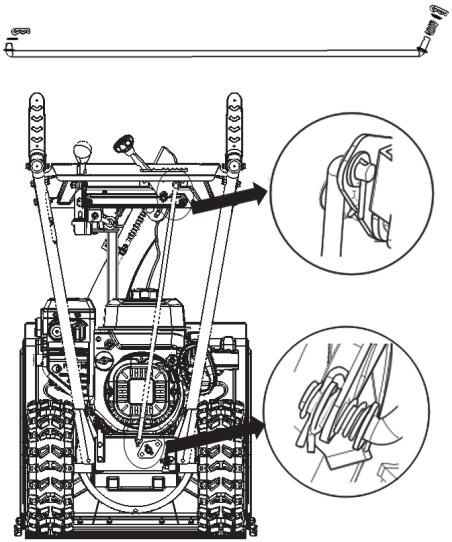

Рис. 7 Установка тяги переключения передач
6. Присоедините тягу к рычагу переключения передач. Установите тягу с коротким изогнутым концом в отверстие кронштейна рычага переключения передач, затем оденьте шайбу и вставьте шплинт (Рис. 7). Второй конец с шайбой и пружиной, введите в отверстие кронштейна оси переключения передач с внешней стороны. Закрепите второй конец шайбой и шплинтом.